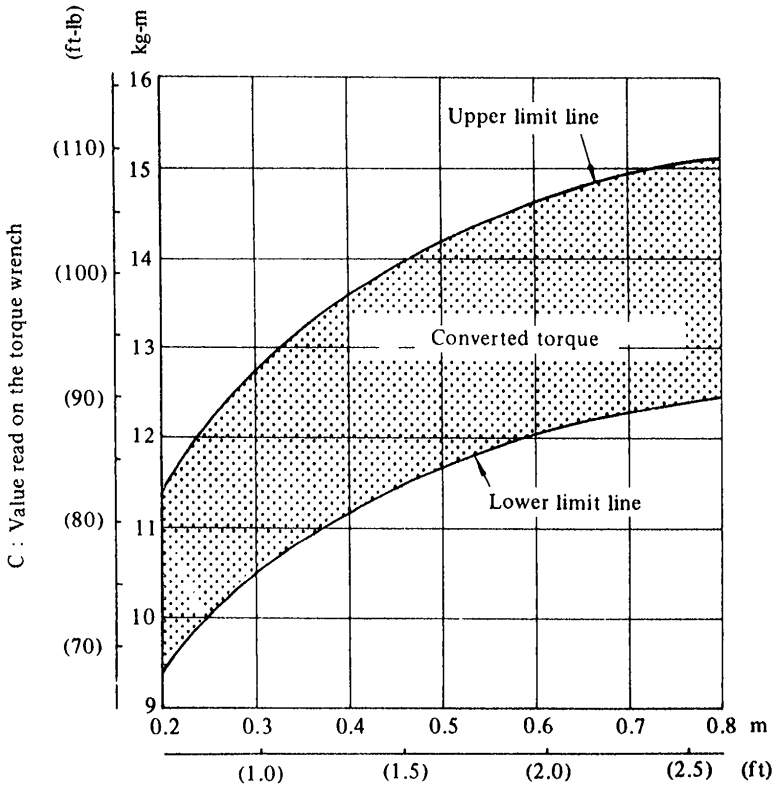

Fig. MT-45 Converted torque
10. With 1st and 2nd gears doubly engaged, tighten mainshaft nut to the converted torque "C" (See Figure MT-45) using Wrench ST22520000. See Figure MT-43.
When a 0.40 m (1.31 ft)-long torque wrench is used, the "C" in Figure MT-45 will be 11.2 to 13.6 kg-m (81 to 98 ft-lb).